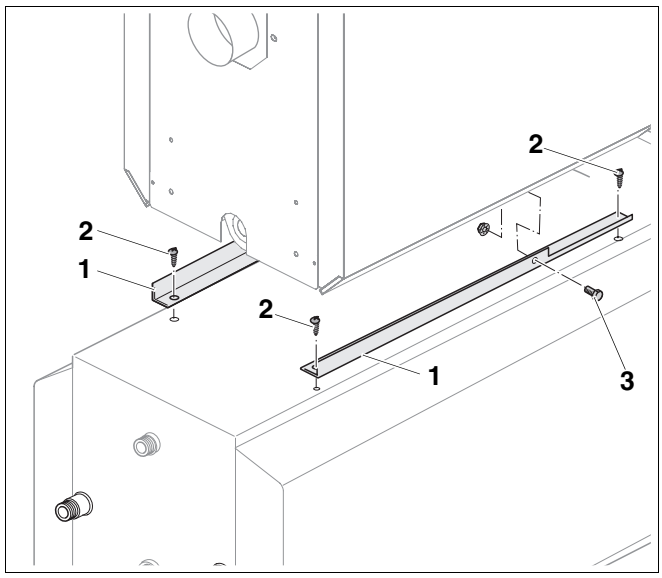

Fig. 3 Fitting to the fastening bracket
*see Fig. 3, page 5
- Screw angled profile rails (Fig. 3, **Item 1**) onto the top right and left of the DHW cylinder using countersunk screws (Fig. 3, **Item 2**), so that the flattened part of the angled profile rail is pointing to the front (Fig. 3).
- Insert M8 x 25 hexagon bolt (Fig. 3, **Item 3**) through the side hole on the angled profile rail and the slot in the boiler section feet. On the inside, screw on one cogged nut.